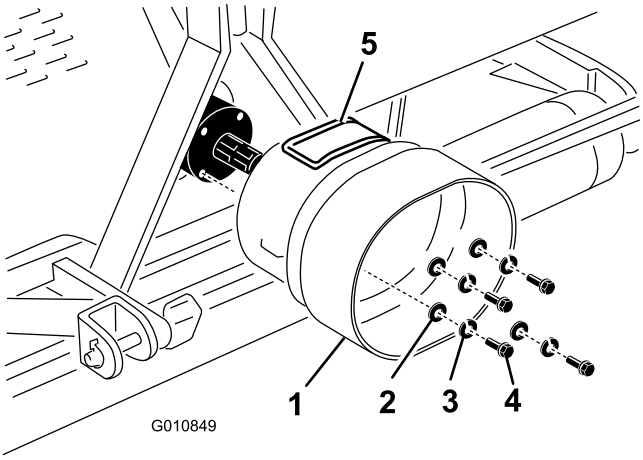

Figuur 16
1. Verwijder de 4 bouten, borgringen en platte ringen die aan de achterzijde van de tandwielkast van de beluchter (Figuur 16).
2. Monteer de het aftakasscherm aan de tandwielkast van de beluchter met het bevestigingsmateriaal dat u eerder hebt verwijderd (Figuur 16). Zorg er bij het monteren van het aftakasscherm voor dat het inspectieluik (Figuur 16) zich aan de bovenzijde of zijkant van de frameconfiguratie van de beluchter.
Opmerking: U kunt het inspectieluik (Figuur 16) openen om het verwijderen en monteren van het montagemateriaal van de aftakas te vergemakkelijken.